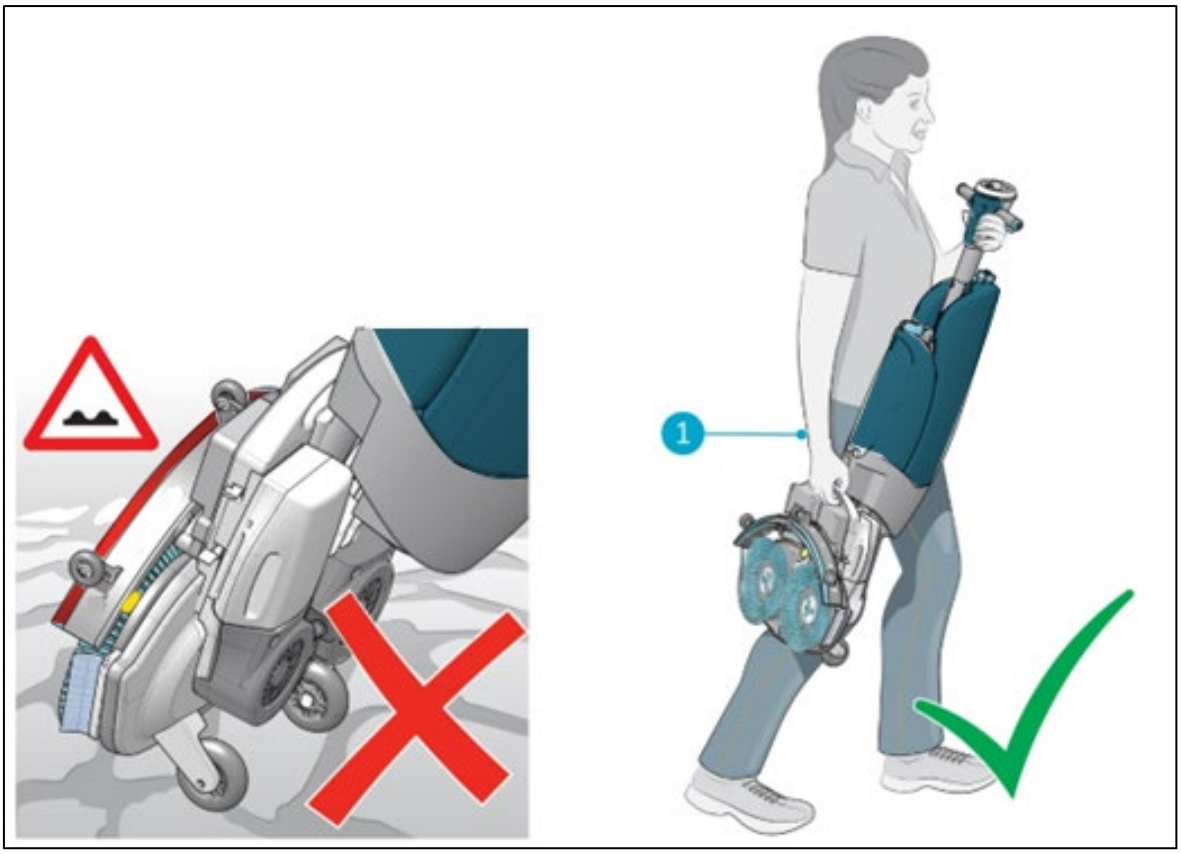

Figur 7
2. Bær i-mop® XL med én hånd mens du holder i håndtaket (Figur 7, pos 1) med den andre hånden.